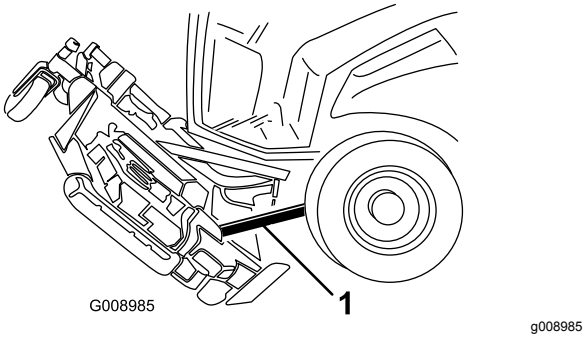

Figur 138
6. Kila in en träkloss mellan däckets bakre del och maskinen (Figur 138).